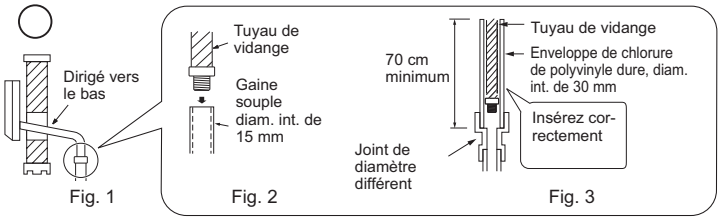

Fig. 1 Fig. 2 Fig. 3
- Le tuyau de vidange doit être dirigé vers le bas pour faciliter l'écoulement. (Fig. 1)